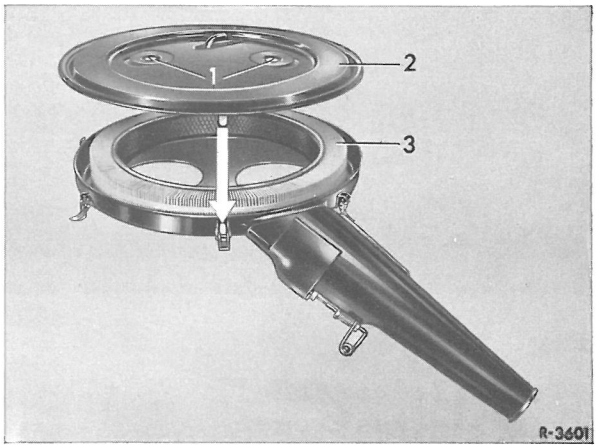

Fig. 09-1/5
1 Spændebøjle og befæstelsesskruer (1) løsnes (fig. 09-1/5).